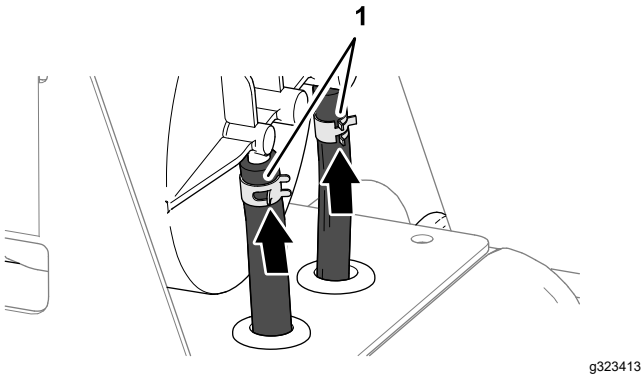

Рисунок 91
4. Закрепите шланги на штуцерах хомутами (Рисунок 91).